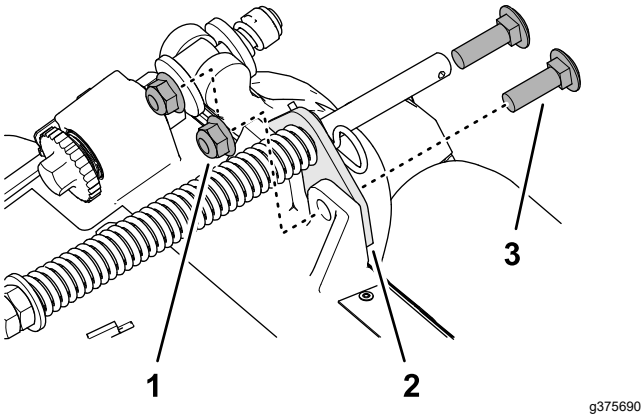

Figura 7
2. Îndepărtai cele 2 contrapiulie cu guler (⅜") i cele 2 uruburi de fixare (⅜" x 1¼") care fixează suportul de compensare pentru gazon pe cadrul unităii de tăiere (Figura 7).